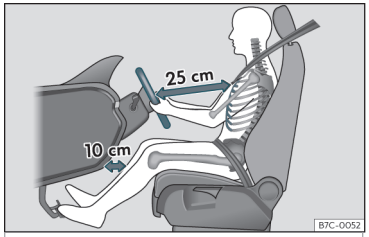

Fig. 2 La separazione corretta tra il conducente e il volante deve essere di 25 cm come minimo (10 pollici).
- Regolare il volante in modo che si trovi a una distanza di almeno 25 cm (10 pollici) dallo sterno››› **fig. 2** e sia possibile tenerlo con entrambe le mani sui lati, all'esterno, con le braccia leggermente flesse.
- Regolare il sedile longitudinalmente in modo da poter premere completamente i pedali tenendo le ginocchia leggermente piegate e in modo tale che la distanza tra l'area del ginocchio e il cruscotto sia di almeno 10 cm (4 pollici)››› **fig. 2**.